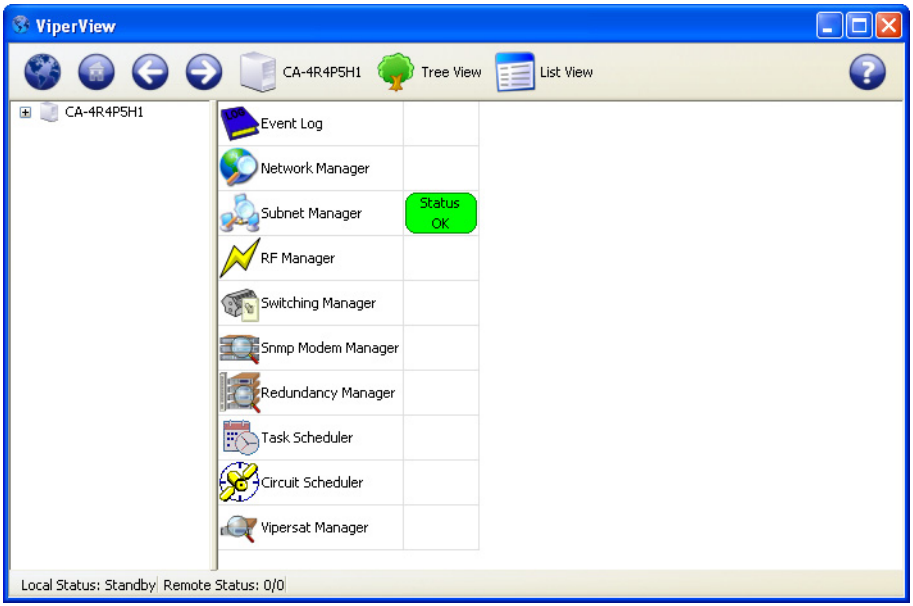

Figure 2-39 ViperView window, VMS Client
3. The **ViperView** window will appear, as shown in figure 2-39.